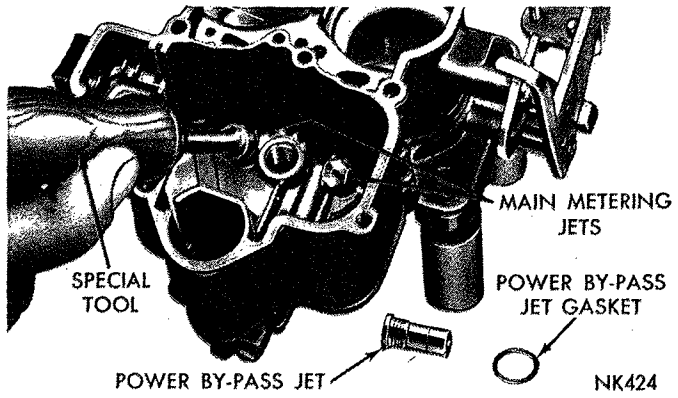

***Fig. 8—Removing or Installing the Main Metering Jets***
(1) Place a new gasket on throttle body, then install main body. Install two short screws to secure.
(2) Install main metering jets in main body. Tighten securely, using Tool T-109-173. Refer to (Fig. 8).